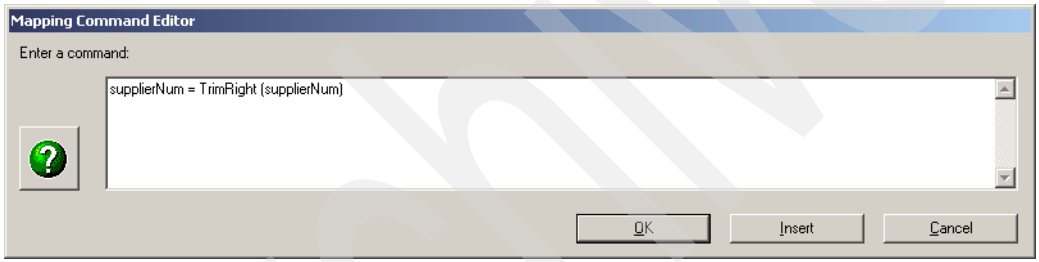

Figure 15-39 Mapping Command Editor
11. Drag supplierNum from the local variable column of the Variables window and drop it over the charValue string in the Mapping Command Editor. When complete, your mapping command should appear as shown in Figure 15-39.